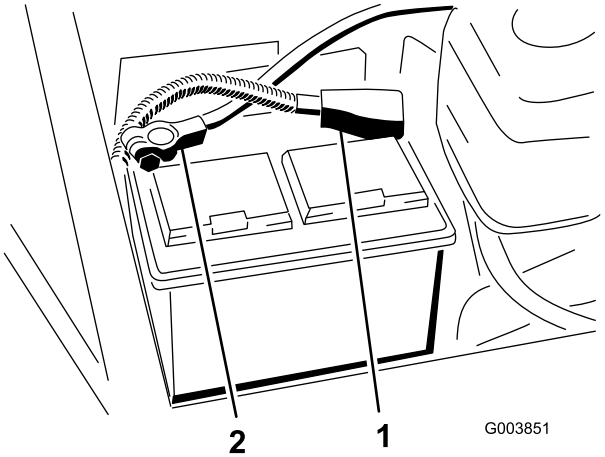

Figur 2
2. Sørg for, at batteriet er forsvarligt fastgjort på plads, og kontroller batteriopladningen med et hydrometer. Hvis batteriet skal oplades, skal du sørge for, at det positive (+) kabel er frakoblet fra batteriet, før opladeren tilsluttes (Figur 2).